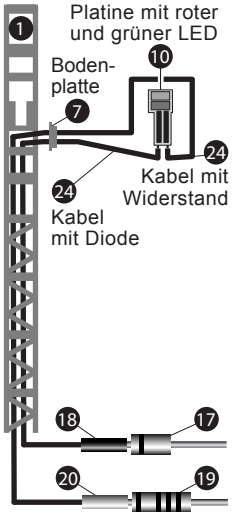

Abb.4
5. Die freien Enden der so vorbereiteten Kabelstücke zuerst von unten durch die mittlere große Öffnung der Bodenplatte (1) und dann von unten durch den Messingmast (2) führen. Wie in Abbildung 4 gezeigt, die Kabel oben am Mast aus dem dargestellten Durchbruch herausführen.